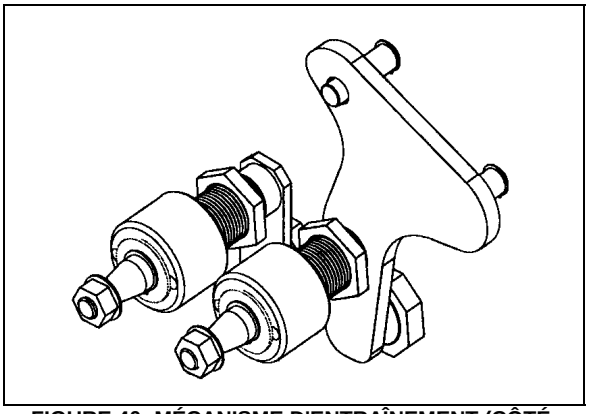

FIGURE 40: MÉCANISME D'ENTRAÎNEMENT (CÔTÉ MOTEUR) 23285
1. Reposer les bras d'essuie-glace et les positionner comme indiqué à la figure 40. Avant de positionner les essuie-glaces à leur position finale, serrer d'abord les écrous.